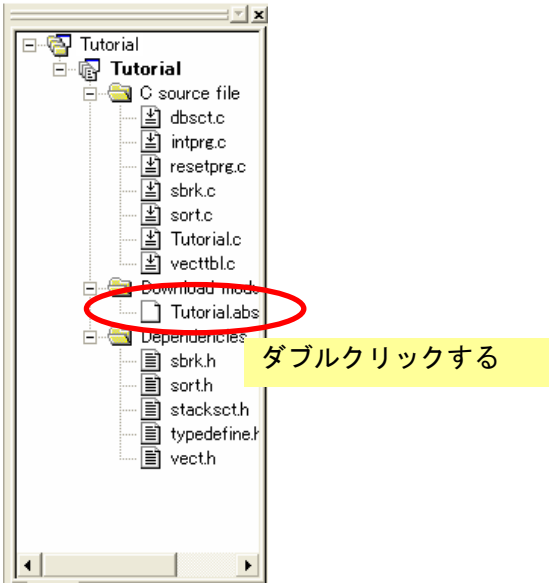

図 4.13 プログラムのダウンロード
(1) 図 4.13のようにワークスペース内の[Download module]に展開表示されているロードモジュールファイル （本章では“Tutorial.abs”）をダブルクリックします。